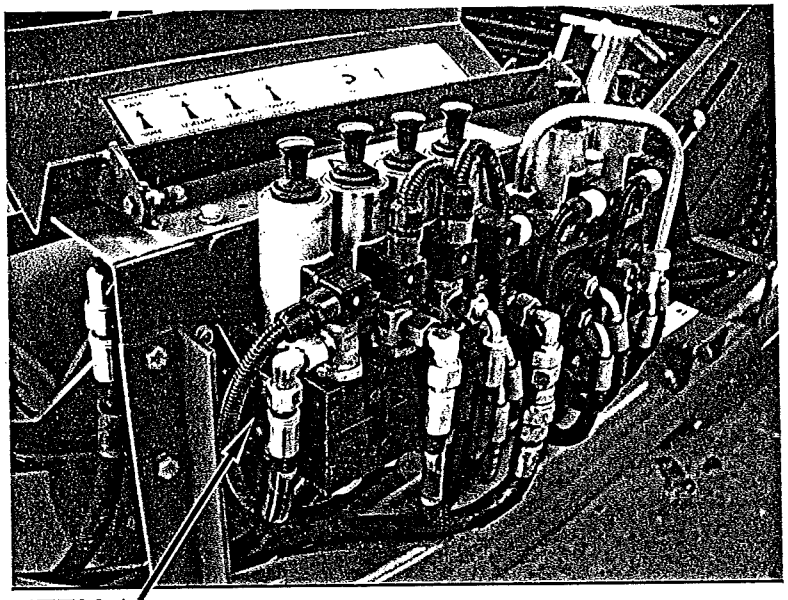

Fig 5.7
frame, near the front (Fig 5.7). Incorporated in this valve assembly is an end section (Fig 5.7 item 1) which contains a screw which enables easy changing from closed to open centre and vice versa.